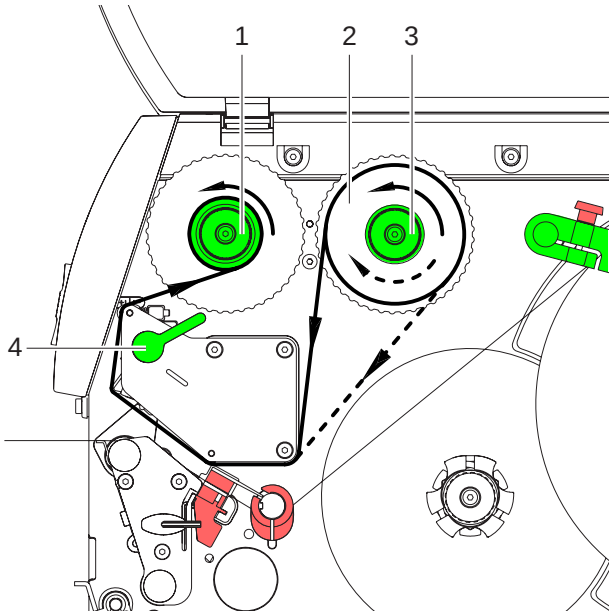

Afb. 10: Transferfoliekørsel
1. Drej armen (4, Afb. 10) mod uret for at løfte printhovedet.